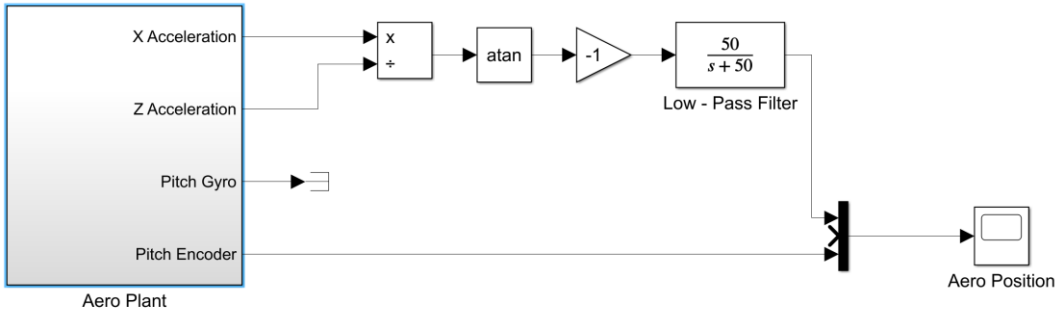

Figure 3: Calculating angle from acceleration
1. Modify the QUARC model to add a Divide, Trigonometric Function as shown in Figure 3 to calculate the Aero body pitch from the accelerometer readings using equations from concept reviews highlighted in the Measurement and Filtering Application Guide, and compare the calculated angle to the encoder measurement. Note that since the Y-axis orientation opposes that of the pitch encoder, the gyroscope readings must be given a gain of -1 as well.